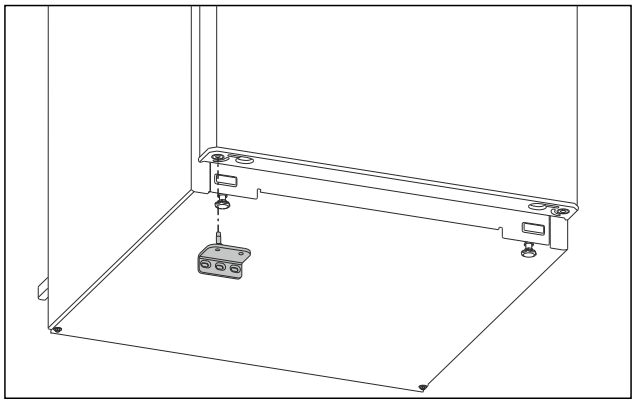

Fig. 14
- ▶ Ievietojiet apakšējo gultņa balstu pretējā pusē. (skat. Fig. 14)